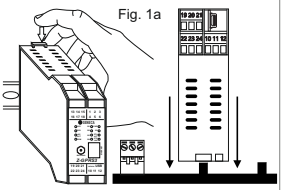

Fig. 1a
2) Inserire il connettore posteriore IDC10 del modulo su uno slot libero del'accessorio per guida OMEGA come illustrato in fig 1a. (l'inserimento è univoco perchè i connettori sono polarizzati).
3) Per fissare il modulo alla guida OMEGA stringere i due ganci posti ai lati del connettore posteriore IDC10 come illustrato in fig 1a.